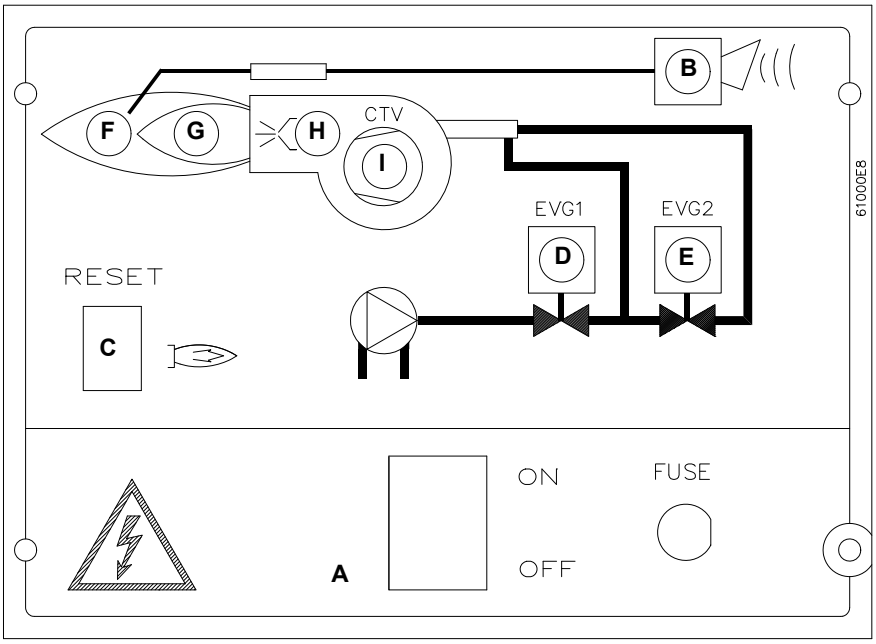

Рис. 13
- Проверить, что электронный блок не заблокирован (индикатор B горит), при необходимости, разблокировать его, нажатием на кнопку сброса блокировки (в верхней части электрощита, см. Рис. 13 или на кнопку C на лицевой панели электрощита).